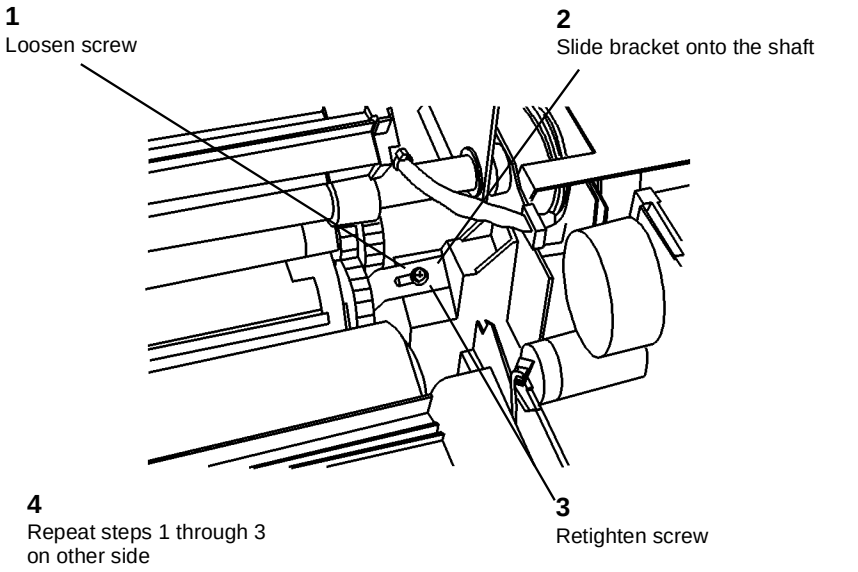

**Figure 2 Engaging the Shipping Brackets**
16. ( Figure 2): Raise the Image Module to engage the Developer Module shipping brackets .